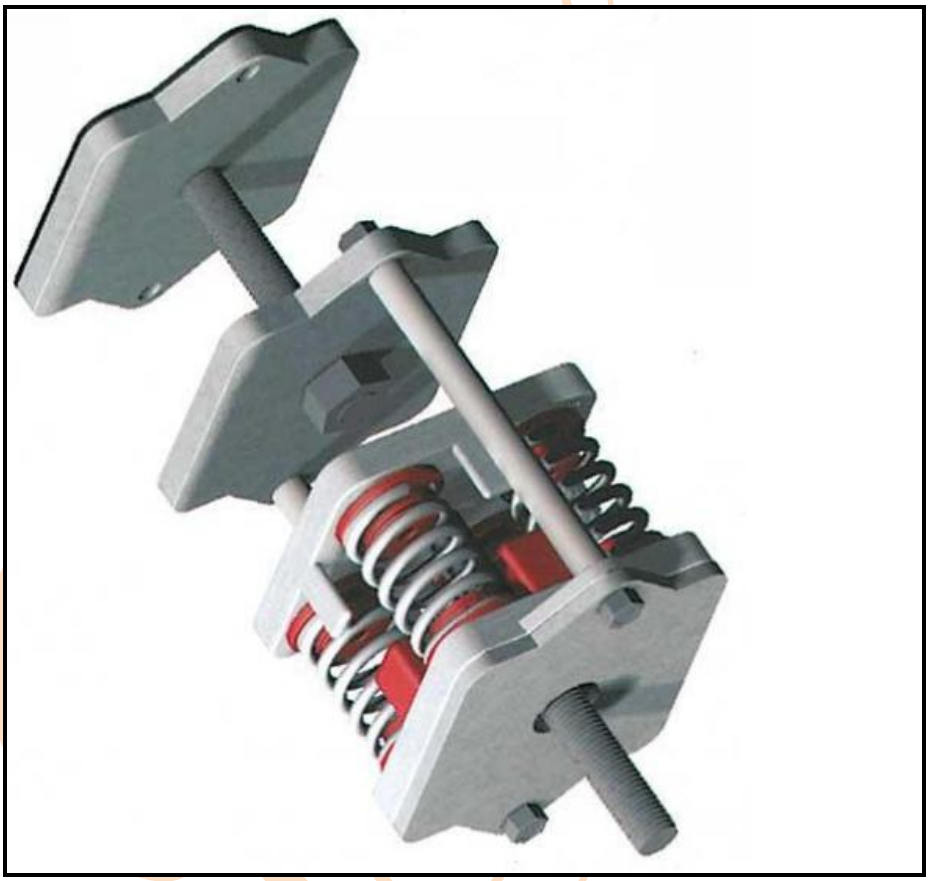

FIGUUR 4
5.3 Figuur 4 dui ’n komponent aan wat algemeen in die verkoelingsbedryf gebruik word. Beantwoord die volgende vrae wat op hierdie algemene komponent betrekking het.
5.3.1 Noem die komponent wat in FIGUUR 4 aangedui word. (1)
5.3.3 Noem VIER foute wat in die bedryf voorkom wat die installering van die komponent in Figuur 4 belangrik maak. (4)